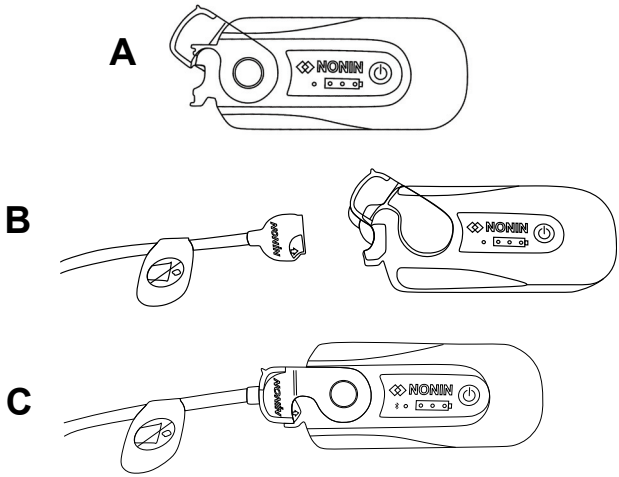

Figura 9. *Ligar um sensor ao processador de sinais*
a. Inverta novamente o mecanismo de bloqueio transparente do processador de sinais para expor a porta de ligação (**Figura 9.A**).
b. Insira o conector do sensor na porta de ligação do processador de sinais (**Figura 9.B**).
c. Inverta o mecanismo de bloqueio sobre o conector do sensor e encaixe-o no lugar (**Figura 9.C**).